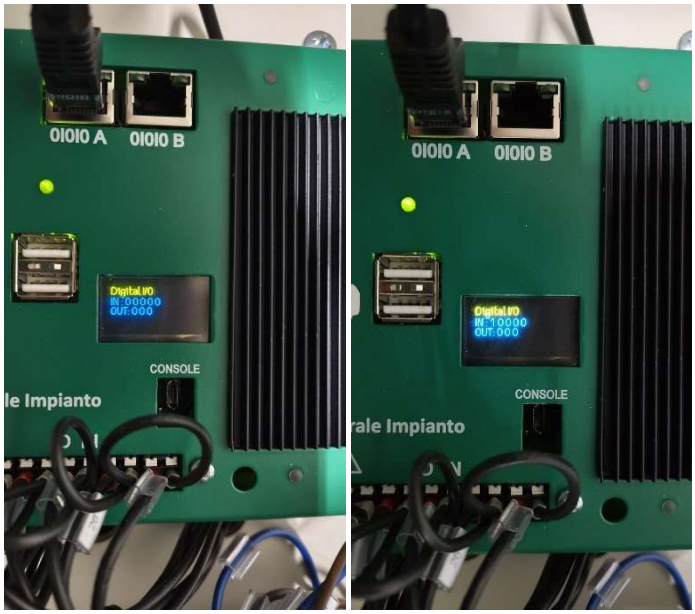

Figura 8 – A sinistra lo stato di partenza (IN: 00000), a destra lo stato correttamente cambiato (IN: 10000).
5. Controlla sul display dell'RTU che lo stato cambi (Figura 8). Le cifre dopo "IN:" corrispondono agli ingressi, da IN 1 (prima cifra a sinistra) a IN 5.